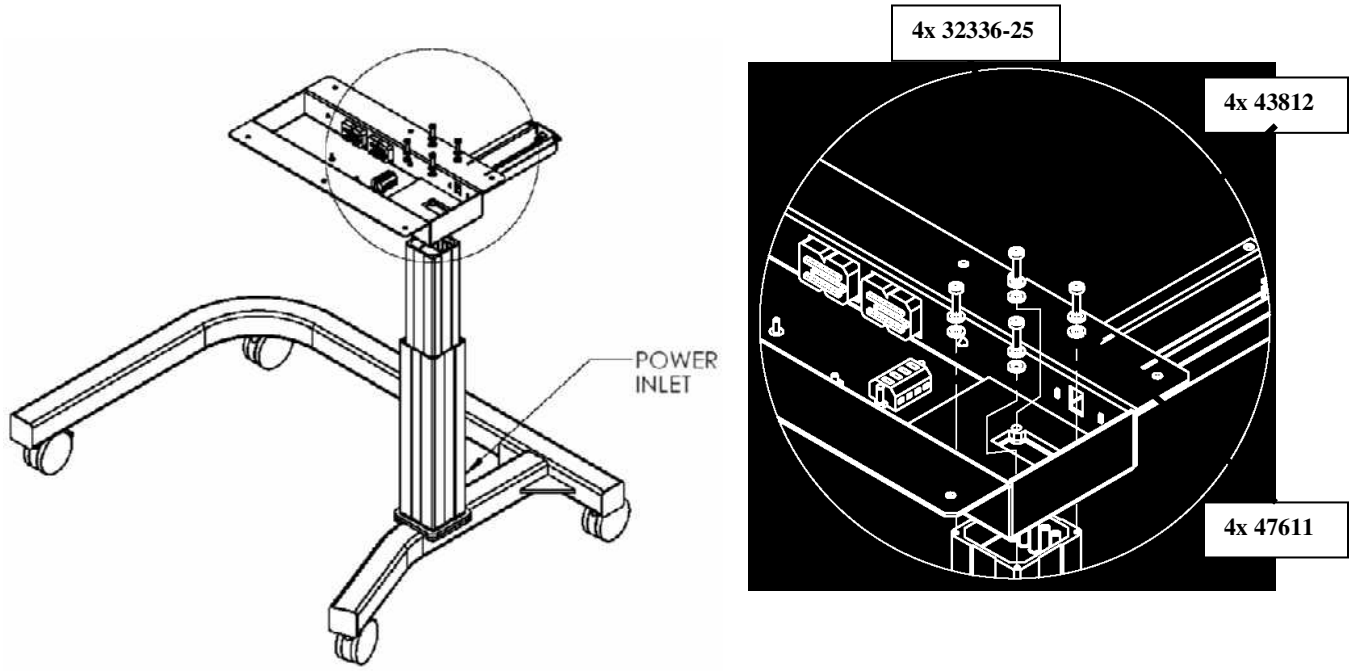

Figure 4 Secure the Support Tray onto the Lift Mechanism
3) Place the table support tray on top of the lift mechanism as shown in Figure 4. Secure with the M5 x 25 SOC HD CAP Screws / M5 Bell Spring Steel Washers / M5 Flat Washers supplied. Tighten screws with a 4MM Allen (Hex) wrench. Torque to **50-55 IN-LB.